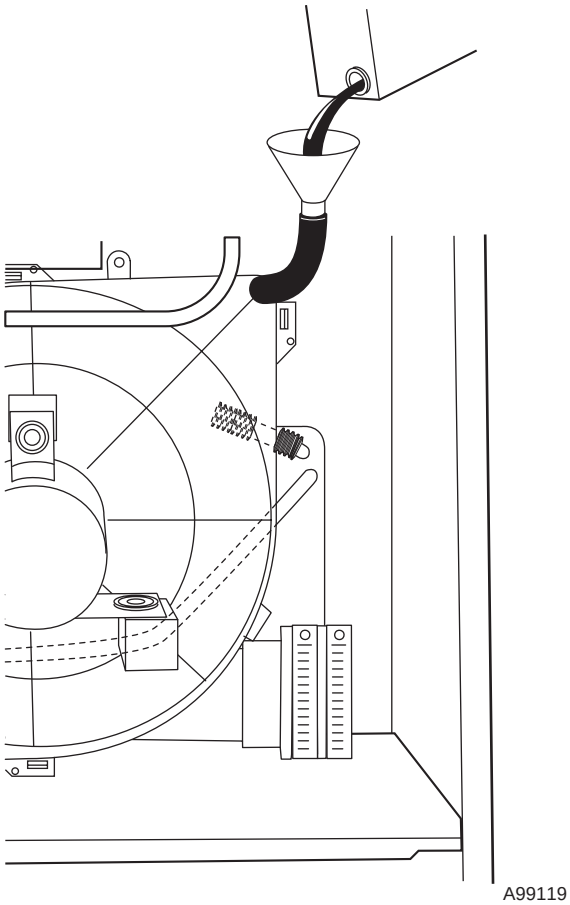

Fig. 52—Filling Condensate Trap
4. Pour 1 quart of water into funnel/tube. Water should run through inducer housing, overfill condensate trap, and flow into open field drain. (See Fig. 52.)